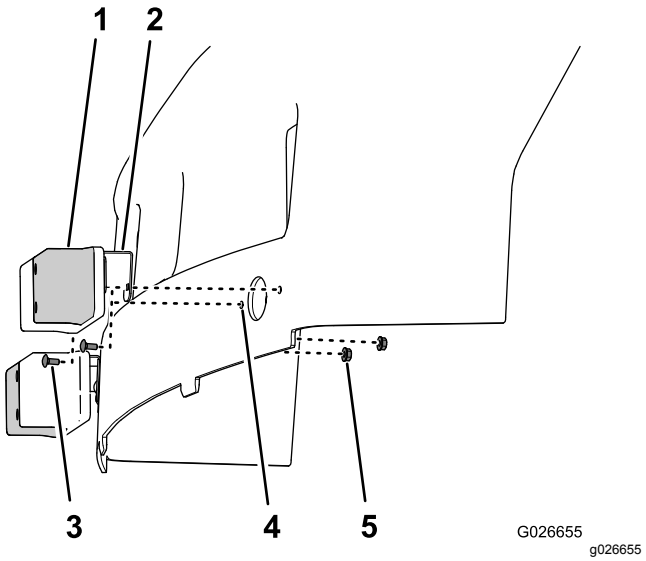

图6
4. 将支架和灯具中的孔与机罩中的孔对齐图6。
5. 如图6 所示使用托架螺栓#10 x 1/2 英寸和凸缘锁紧螺母#10将支架和灯固定到机罩上。